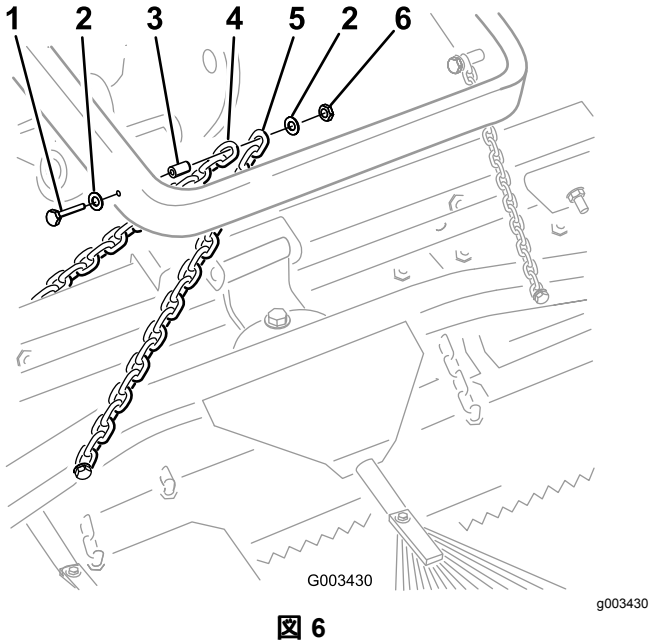

図 6
B. 各チェーンを昇降アームの側部に取り付けるボルト3/8 x 2-1/2"、ワッシャ3/8 x 7/8"2 枚、スペーサ、ナット3/8"を使って図 6のように取り付ける。